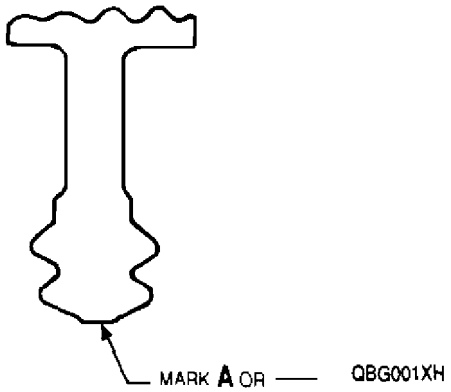

Figure 1. Identification Following AEP 32 Processing
(23) FPI parts per WP 017 00 when the heat tint inspection has been satisfactorily complied with and the respective control specimens have complied with the metallographical inspections. No FPI indications are permitted.
(24) To identify blades processed using the above procedure, vibropeen an “A” on the base of the bottom serration (figure 1).
(25) When conformance with requirements has been indicated, parts may be integrated into production flow without continued segregation.